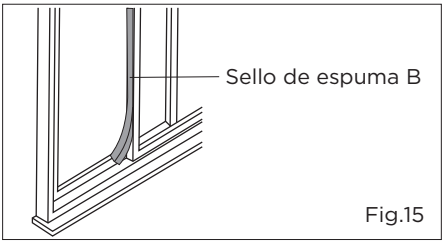

Fig.15
6.Cortar el sello de espuma a una longitud adecuada y sellar el espacio abierto entre el marco deslizante y el marco externo de la ventana, según las indicaciones de la Fig.15.